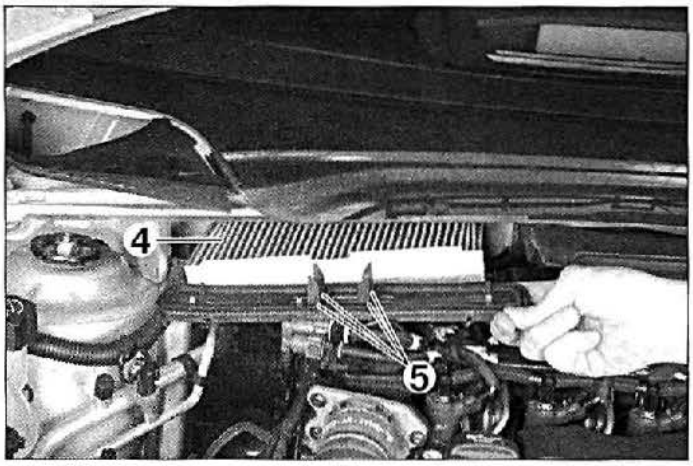

FIG. 3
• Desmontar el filtro de habitáculo (4) separándolo de las pestañas (5) **(fig. 3)**.